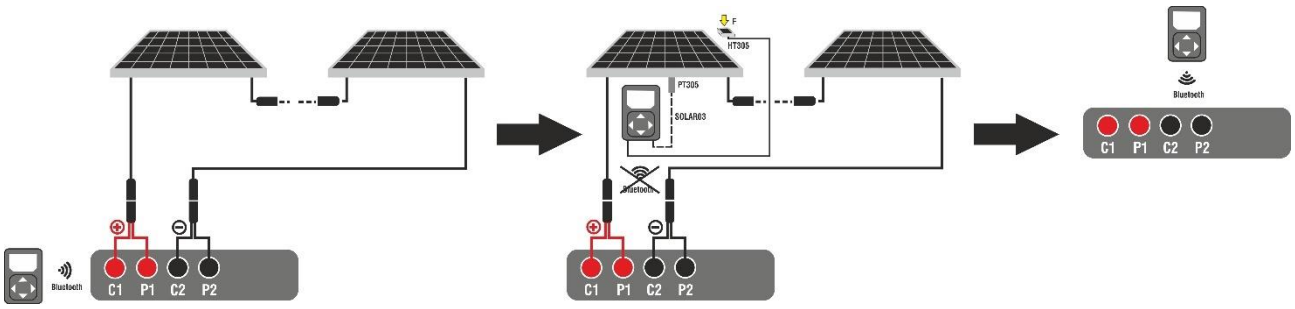
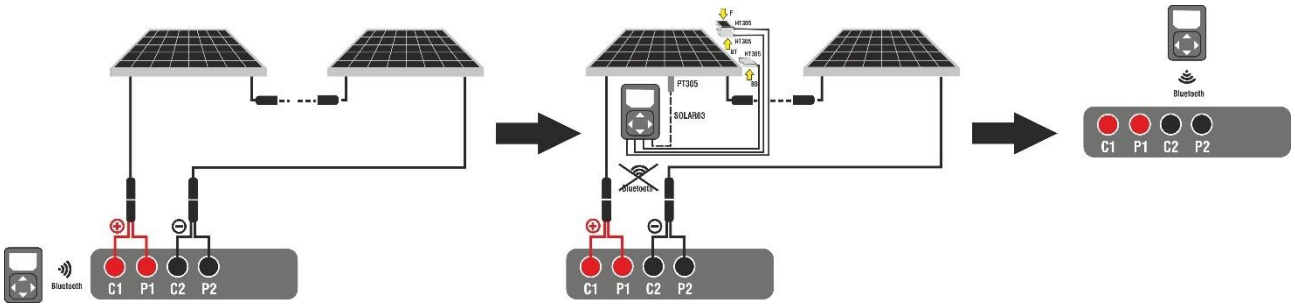

Fig. 70: Uso del instrumento con SOLAR03 en registro síncrono en módulos Monofaciales
Fig. 71: Uso del instrumento con SOLAR03 en registro síncrono en módulos Bifaciales
2. Conecte el instrumento al módulo/string bajo prueba como se muestra en la Fig. 70 (módulos Monofaciales) o la Fig. 71 (módulos Bifaciales). En particular, conecte el polo negativo que sale del módulo/string a los terminales **P2, C2** y el polo positivo que sale del módulo/string a los terminales **P1, C1**
3. Acerque la unidad remota SOLAR03 al instrumento como se muestra en la Fig. 70 o Fig. 71 – parte izquierda
7. **Acerque la unidad remota a los módulos** y conecte las sondas de irradiación y temperatura (si necesaria) como se muestra en la en la Fig. 70 o Fig. 71 – parte central. En particular:
- **En el caso de módulos Bifaciales** → posicione las **3 las células de referencia HT305** sobre el plano frontal del módulo **(F)**, sobre la parte superior trasera (**BT**=**B**ack**T**op) y sobre la parte inferior trasera (**BB**=**B**ack**B**ottom) del módulo. Conecte la célula de referencia frontal (F) en la entrada "**INP1**", la célula de referencia BT en la entrada "**INP2**", la célula de referencia BB en la entrada "**INP3**" y **eventualmente** la sonda de temperatura **PT305** en la entrada "**INP4**" de la unidad remota. De acuerdo con la normativa IEC/EN60904-1-2, el instrumento calcula el valor de Irradiación frontal equivalente (**Irreq**) que corresponde a la Irradiación únicamente sobre el plano frontal que produce los mismos efectos que la Irradiación obtenida sobre ambas caras teniendo en cuenta el **coeficiente de bifacialidad** (φ) del módulo en base a la siguiente relación:
17. **Al término de la sesión de pruebas** desconecte la unidad remota SOLAR03, acérquela al instrumento (ver la Fig. 70 o Fig. 71 – parte derecha) y verifique la reconexión automática con este